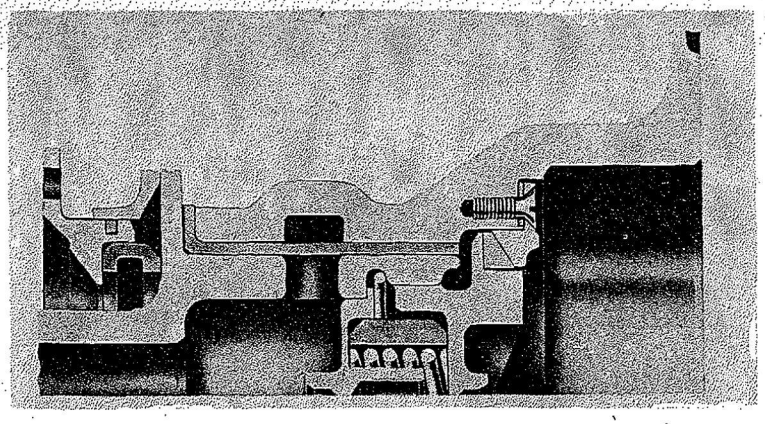
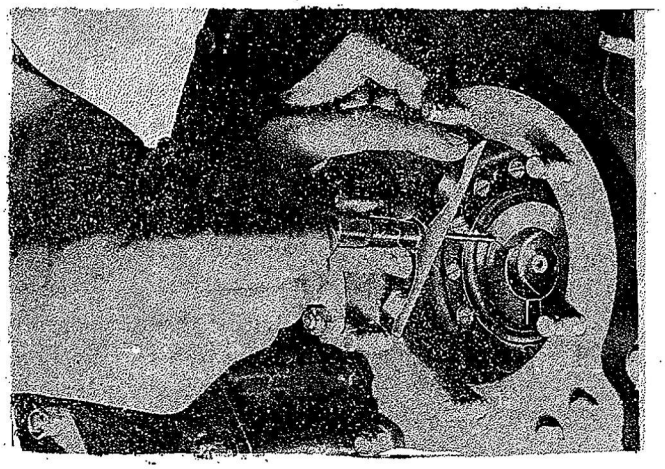

Figure 199—Starter Coupling Location—Extreme Rearward Position
Figure 200—Measuring the Starter Coupling Locating Dimension with the Coupling in the Extreme Rearward Position
c. Install the oil retainer plug spring, the spacer, and the starter coupling in the shaft. Install the oil seal packing ring, a new starter coupling oil seal retainer gasket, and the oil seal retainer. Refer to Figure 199. Ensure that the gasket used measures .026 to .036 in. in thickness. Temporarily install the retainer lock screws with integral shakeproof washers, but do not bring the screws to final tightness at this time. Using a micrometer depth gage placed on the starter mounting pad as shown in Figure 200, measure the distance to the rear edge of the starter coupling jaws. Ensure that this dimension measures 1.658 to 1.684 in. If the measured dimension is less than the minimum limit, install a new oil seal packing. When the clearance is within the limits, tighten the twelve screws to a torque value of 20 in. pounds.